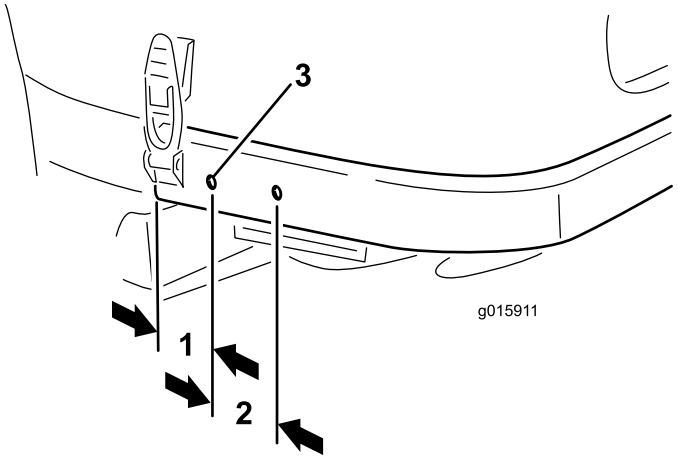

Figure 10
2. En vous aidant des dimensions indiquées à la Figure 10, localisez, repérez et percez (2) trous de 9 mm de diamètre de chaque côté du cadre arrière. Centrez les trous en haut et en bas du cadre.